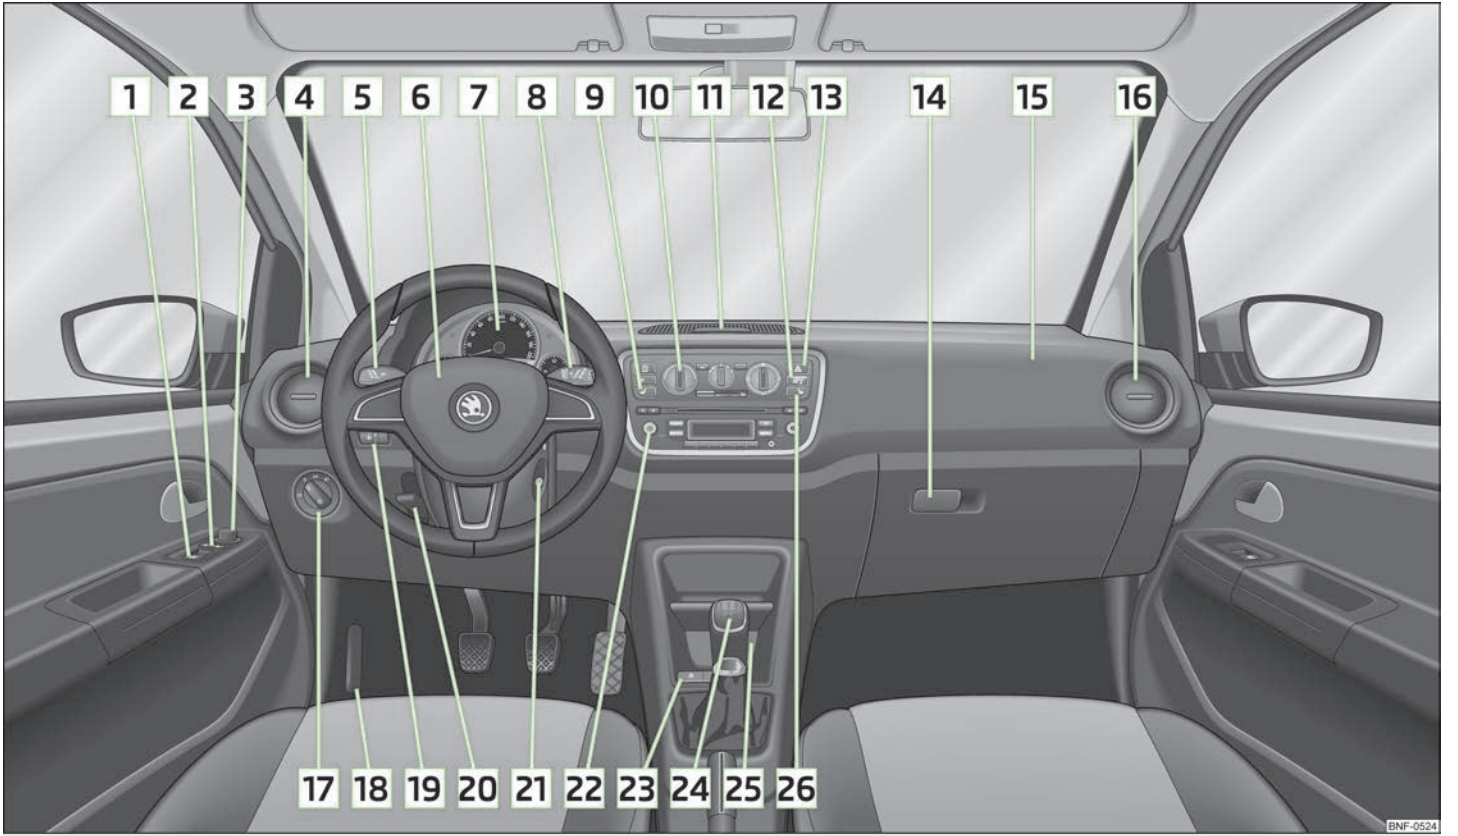

Fig. 1 **Cockpit**
- The arrangement of the controls and switches and the location of some items on right-hand drive models may differ from that shown in » Fig. 1. The symbols on the controls and switches are the same as for left-hand drive models.